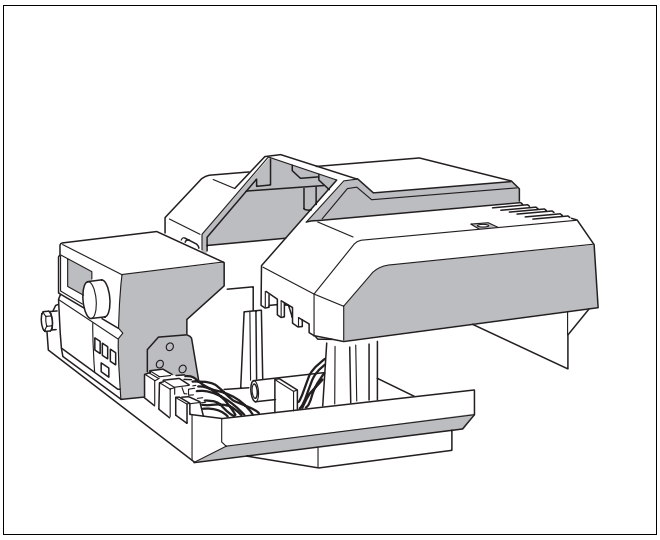

Rys. 20 Nałożenie pokrywy
- Nałożyć pokrywę sterownika i przykręcić ją do niego (rys. 20).